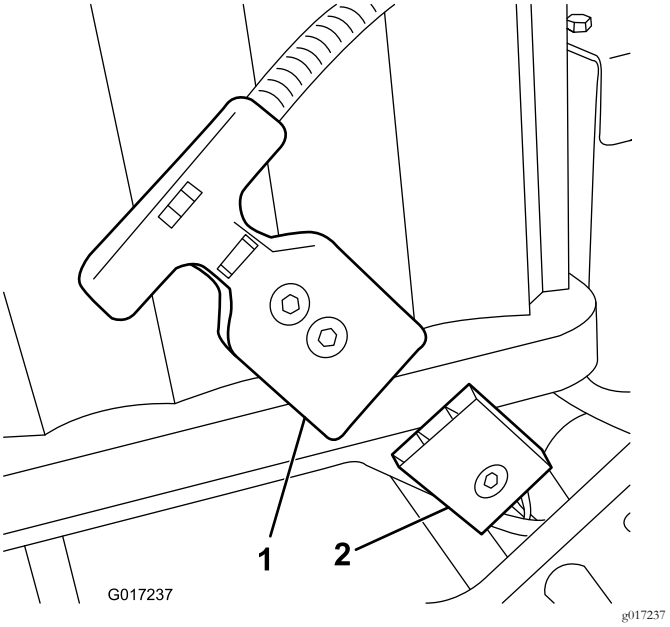

Rysunek 17
Informacja: Jeżeli po zamontowaniu akumulatora nie da się podłączyć wtyczki wiązki przewodów do gniazda akumulatora, możesz w pierwszej kolejności podłączyć wiązkę przewodów do akumulatora, a następnie umieścić akumulator na swoim miejscu. Odłącz główne złącze zasilania (Rysunek 17) od podstawy akumulatora. Podłącz złącze do akumulatora w opisany sposób. Zamocuj akumulator do podstawy,
16. Podłącz złącze T-handle głównej wiązki przewodów do głównego złącza zasilania przy podstawie akumulatora (Rysunek 17).